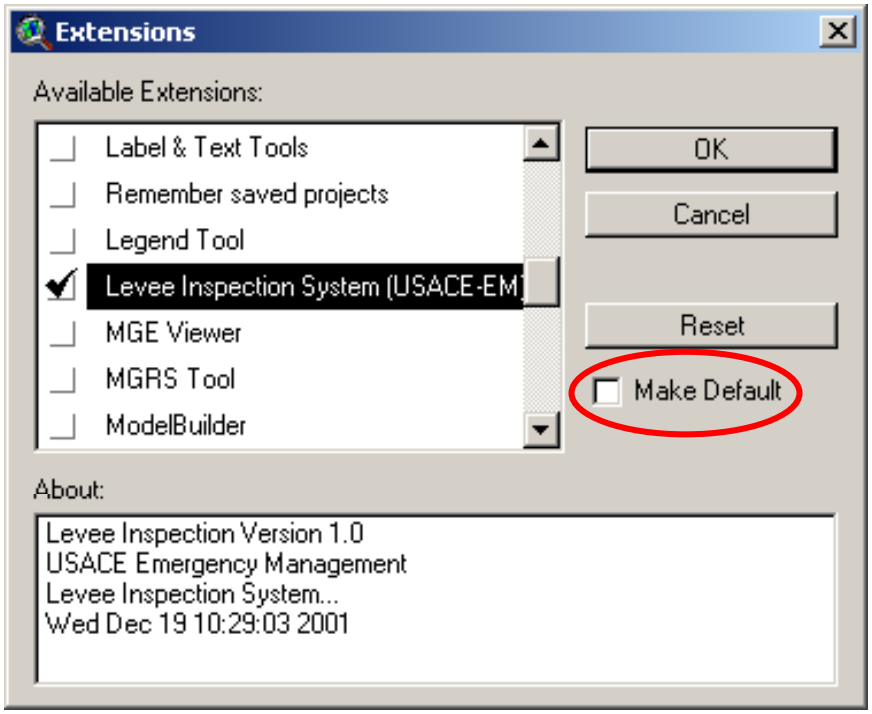

Figure 3-1 The ArcView GIS Extensions Dialog.
- Scroll down to **Levee Inspection System (USACE-EM) (See Figure 3-1)**
If you prefer that the Levee Inspection System extension loads automatically each time you start ArcView GIS, Click on Make Default (circled in red in Figure 3-1).